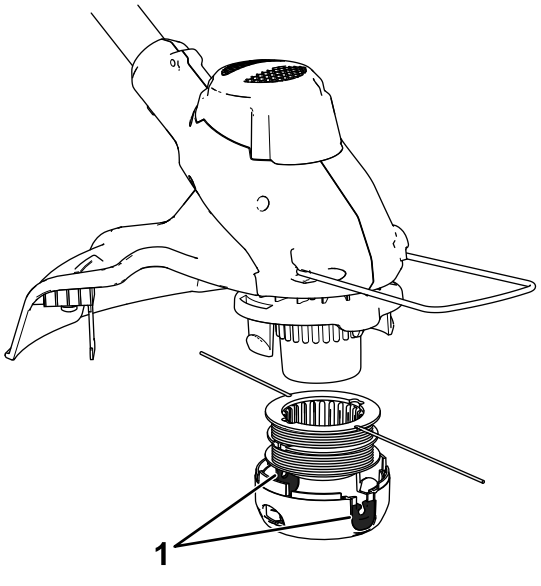

Figure 19
8. Placez la bobine dans le couvercle et faites passer les extrémités du fil par les trous du couvercle, comme montré à la Figure 19.